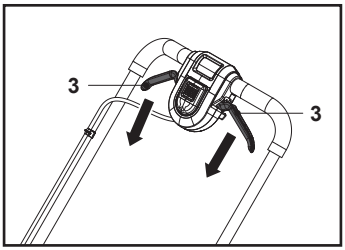

**Fig. 17**
Suelte las palancas de arranque (3) para detener el motor y la cuchilla (22) (Fig. 17).